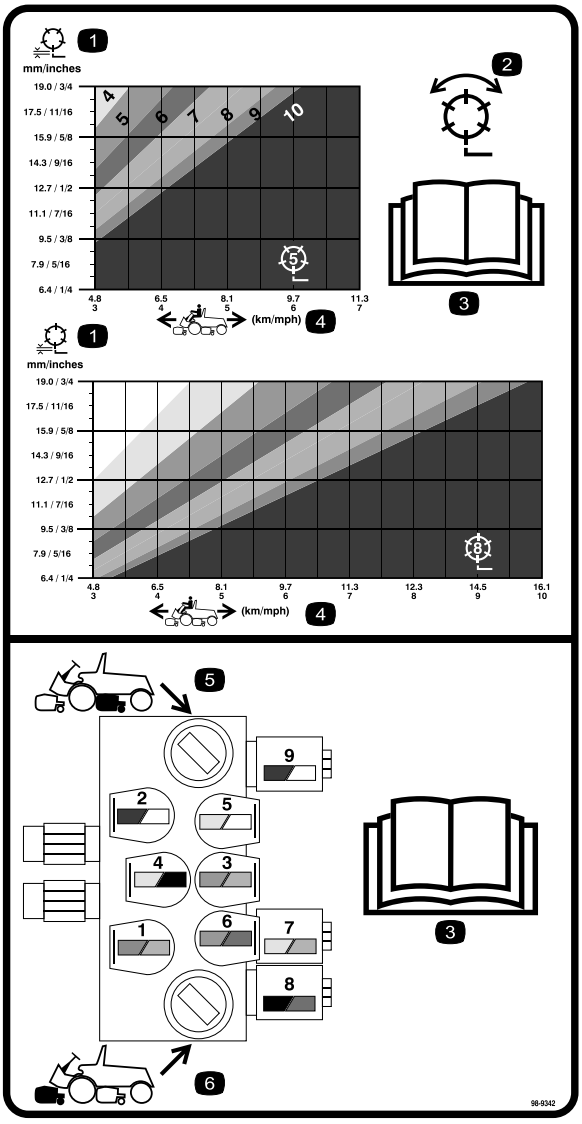

Figur 32
3. Kontrollera vilken cylinderhastighet som det är lämpligt att ställa in, med hjälp av aktuellt schema på dekalen 98-9342 (Figur 32) för klippenheter med fem knivar eller åtta knivar.